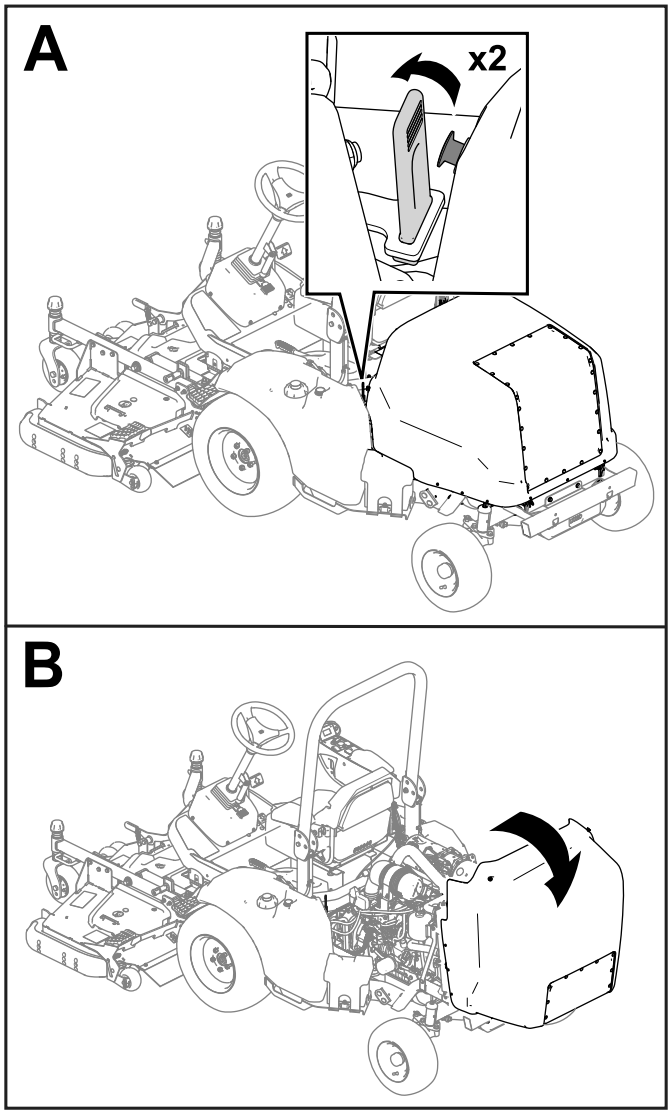

**Figura 46**
1. Rilasciate le cinghie su ciascun lato della macchina (Figura 46).
2. Sollevate il cofano (Figura 46).